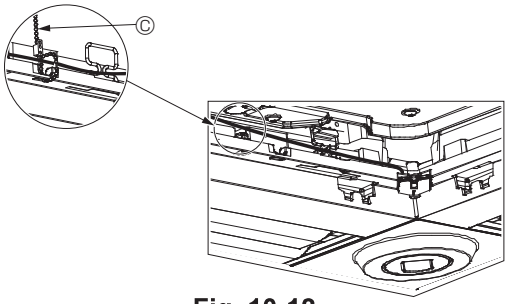

Fig. 10-12
- Fastgør i-See-sensoren og signalmodtageren til panelet som vist i diagrammet, så der ikke er slæk i ledningerne, og skær derefter den overskydende ende af beslaget. (Fig.10-12)
- Hvis placeringen af i-See-sensoren er ændret fra position "○" (E) til position "□" (F), skal funktionsindstillingerne ændres. (Se side 174).